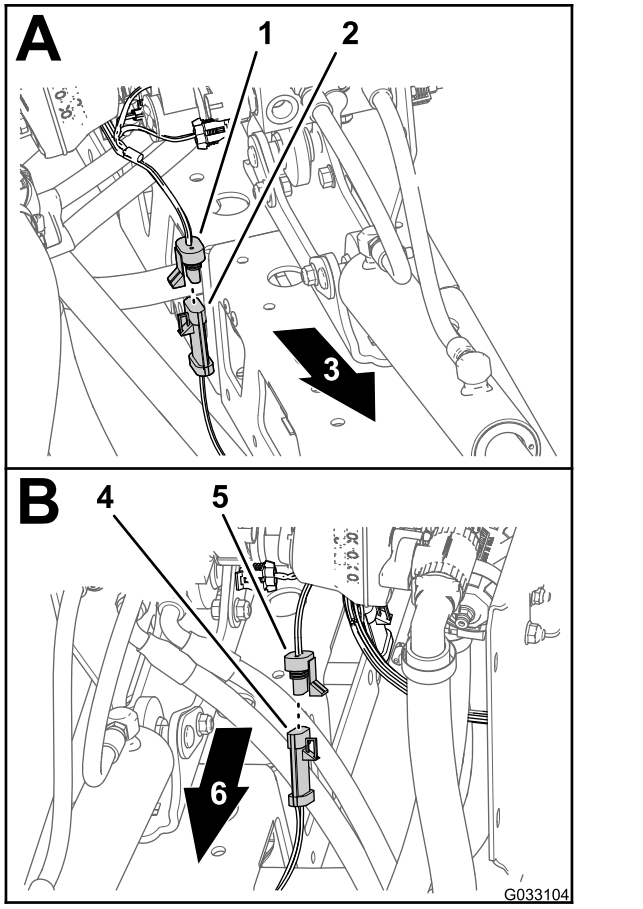

Figur 33
1. Koppla loss Sonic Boom-kablagets kontakt med tre uttag från kontakten med tre stift på kabeln till Ultra Sonics högra givare (Figur 33).
2. Koppla loss Sonic Boom-kablagets kontakt med tre uttag från kontakten med tre stift på kabeln till Ultra Sonics vänstra givare (Figur 33).